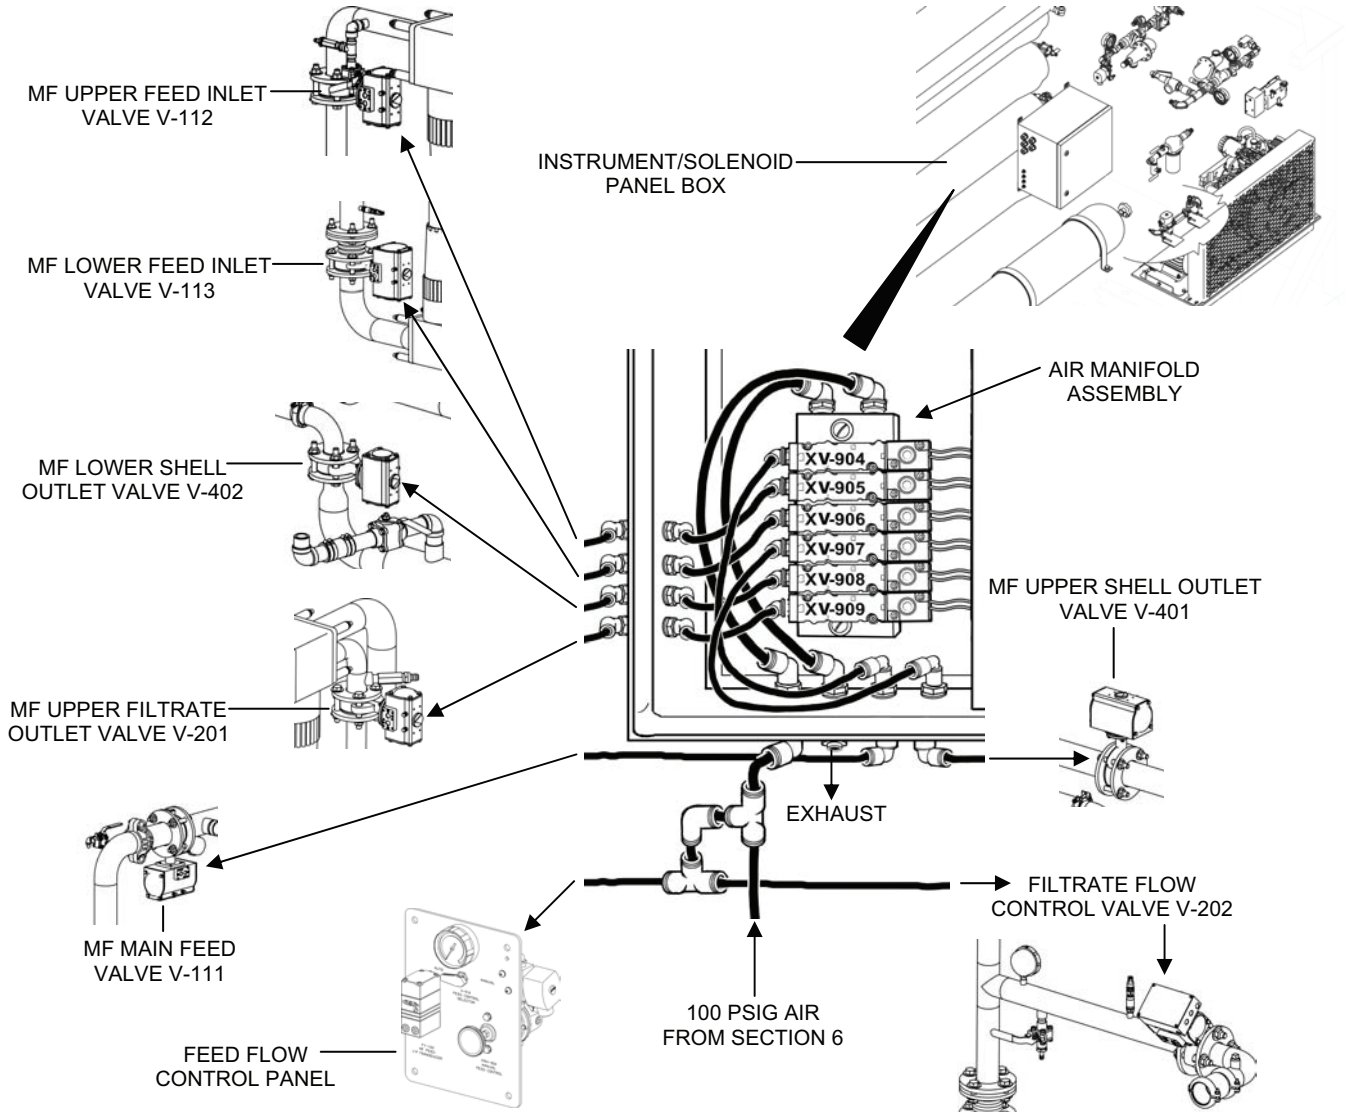

Figure 9. Air Manifold Assembly Air Tube Connection Arrangement.
b. Connect the 8 tubes to the top and left side of the new manifold according to the connection tags (see Figure 9).